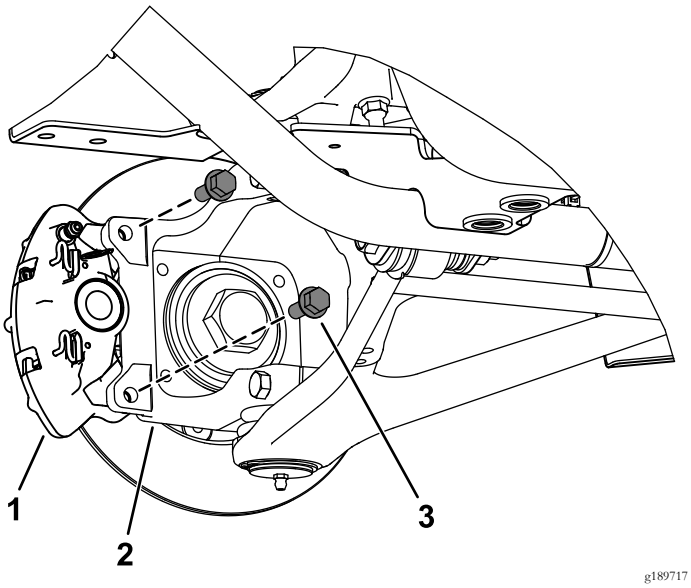

Figur 4
4. Fjern flenshodeboltene (3/8 x 1 tomme) som fester braketten for bremsekaliperenheten til styrespindelen (foran på maskinen), og akselen (bak på maskinen), og fjern bremsekaliperenheten (Figur 4).